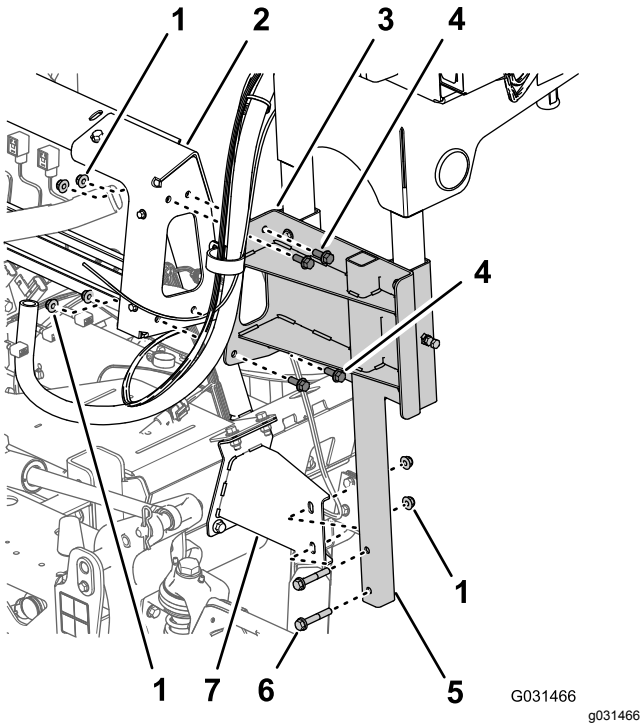

Figur 22
2. Afmonter de 2 flangehovedbolte (3/8 x 2-1/4 tommer) og 2 flangelåsemøtrikker (3/8 tomme), der fastgør det nederste stelrør på den drejelige slangetromle til monteringsbeslaget på maskinens højre stelkanal (Figur 22).
3. Fjern de 4 flangehovedbolte (3/8 x 1 tomme) og 4 flangelåsemøtrikker (3/8 tomme), der fastgør støttekanalen på den drejelige slangetromle til manifoldbeslaget til sprøjtens ventiler (Figur 22).